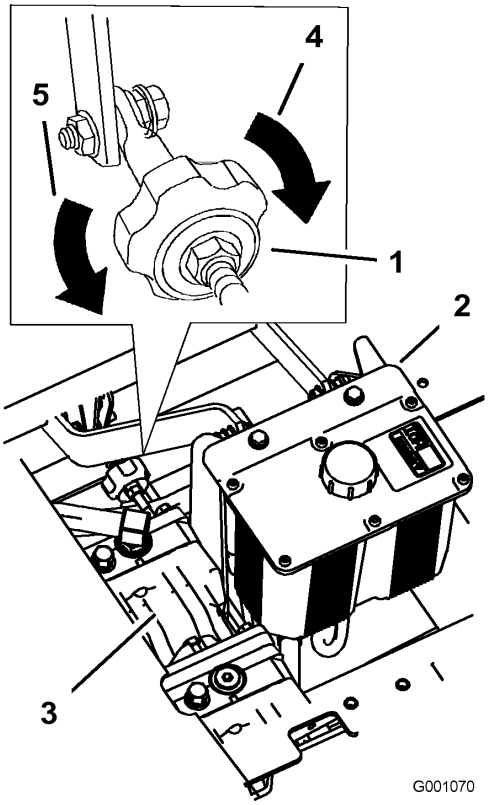

Figure 68
2. Réglez la longueur de la tige de pompe en tournant le bouton dans le sens voulu, jusqu'à ce que la roue soit immobilisée ou tourne légèrement en marche arrière (Figure 68).